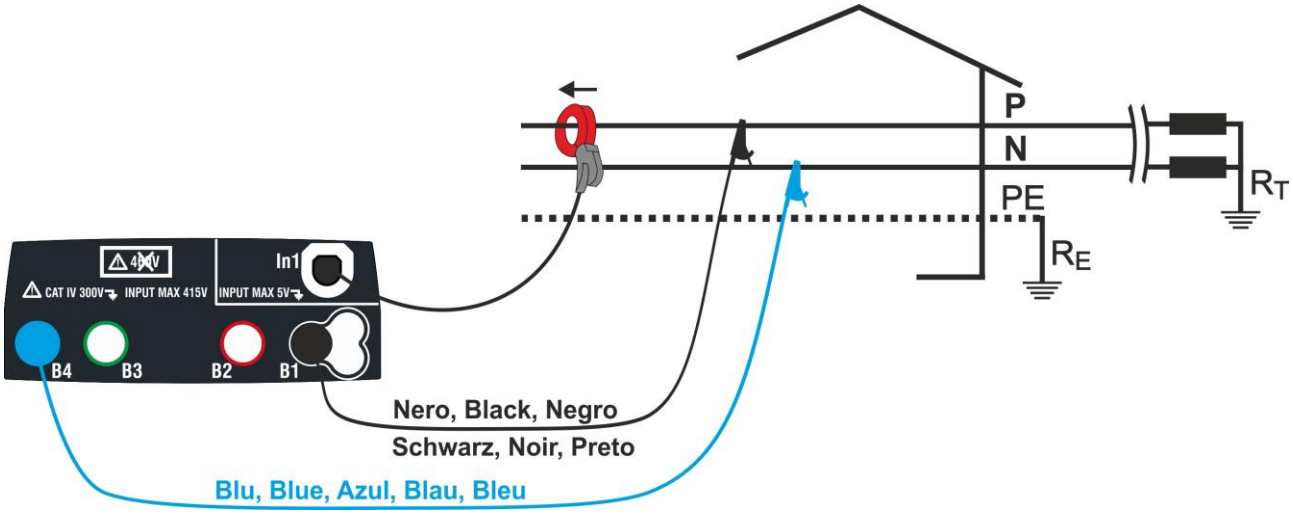
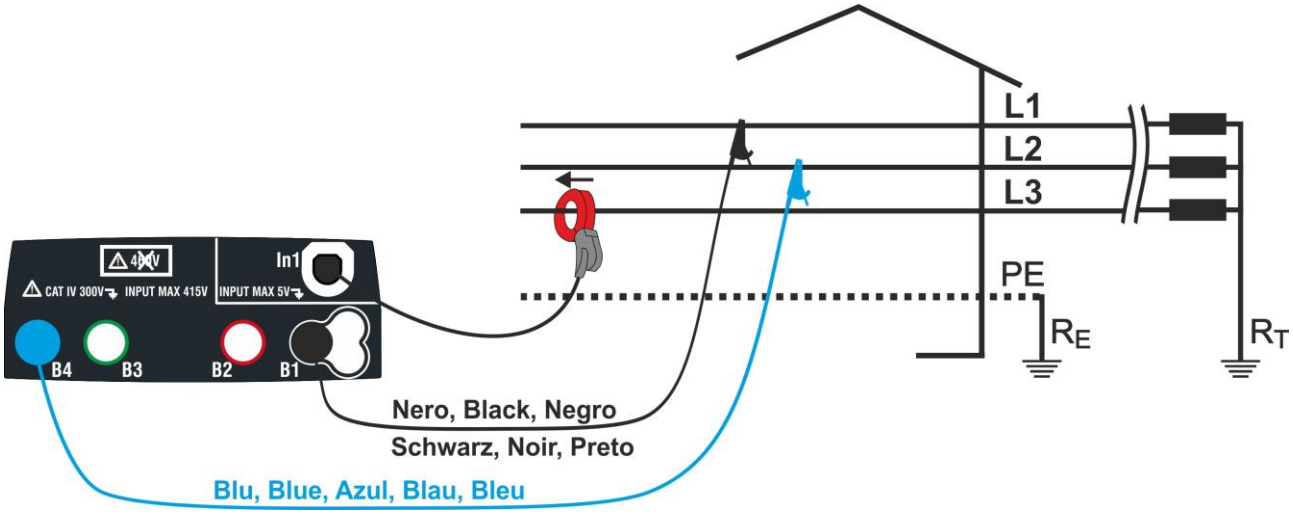

Fig. 37: Collegamento per misura su impianto Monofase
Fig. 38: Collegamento per misura su impianto Trifase equilibrato
4. Inserire i connettori blu e nero dei cavi singoli nei corrispondenti terminali di ingresso dello strumento B4, B1. Inserire all'estremità dei cavi rimasta libera i corrispondenti coccodrilli o puntali. Connettere i coccodrilli, puntali alla fase P e N in accordo alla Fig. 37 per la misura della tensione in sistemi Monofase o alle fasi L1 e L2 in accordo alla Fig. 38 per la misura della tensione in sistemi Trifase equilibrati. Collegare la pinza esterna all'ingresso **In1** dello strumento e al conduttore di fase per sistemi Monofase o alla fase L3 per sistemi Trifase equilibrati. La freccia presente sulla pinza deve seguire il verso in cui fluisce la corrente, normalmente da generatore verso il carico come mostrato nelle Fig. 37 e Fig. 38.